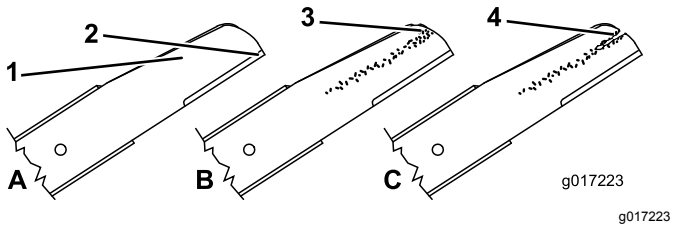

Figur 42
1. Syn knivenes skær (Figur 42). Hvis skærene ikke er skarpe eller har hakker, skal knivene afmonteres og slibes eller udskiftes.
2. Efterse selve skæreknivene, især det buede område (Figur 42). Hvis skærekniven er beskadiget eller slidt, eller hvis der er antydning af en revne i dette område, skal du straks udskifte den med en ny skærekniv.